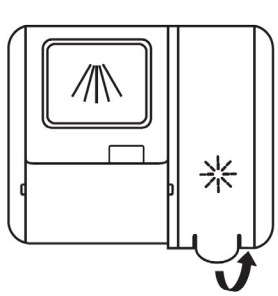

Fig.3
2. Open the rinse aid dispenser as shown in Fig. 3.